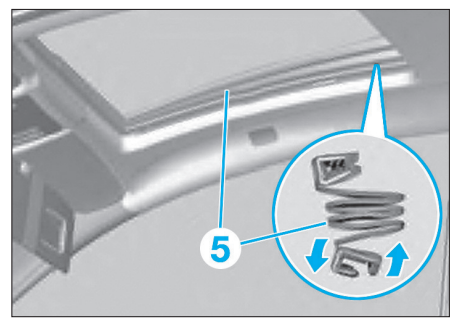

Fig. 133
• Saisir le soufflet au niveau du bord de l'emboîtage, puis le dégager avec précaution **(Fig.133)**.